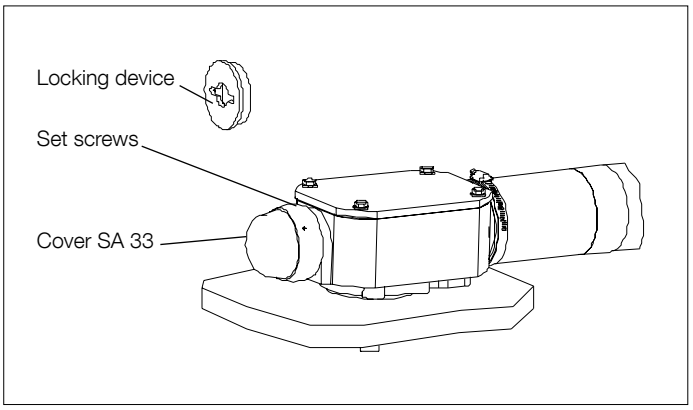

Fig. 49. Locking device and cover, multiple-unit tap-changer.
5. Remove the locking device on the bevel gear of the diverter switch housing by loosening the two set screws; see Fig. 49.
8. Mount the protective cover SA33. Tighten the two set screws, (taken from the locking device); see Fig. 49.